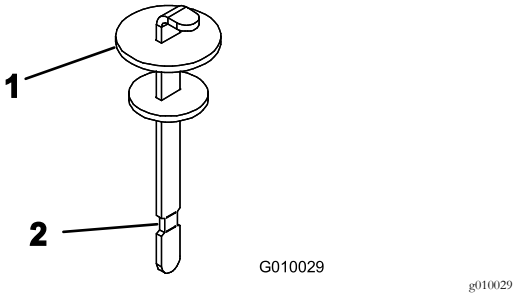

Rysunek 19
4. Wyciągnij bagnet i przetrzyj go czystą szmatką. Włóż wskaźnik poziomu w otwór wlewu, wyjmij go i odczytaj poziom oleju. Poziom oleju powinien znajdować się na wysokości znacznika na mierniku poziomu oleju (Rysunek 19).